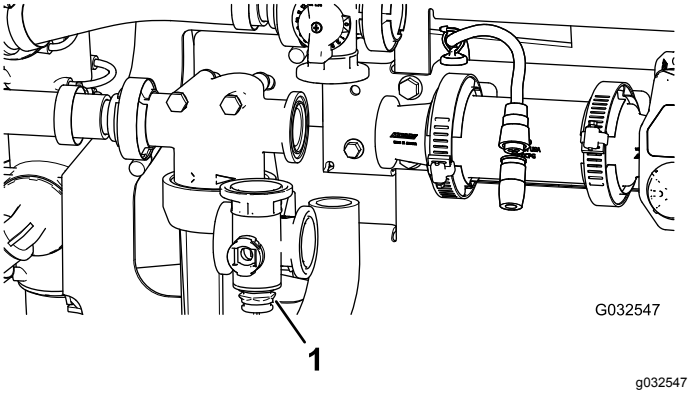

Figur 107
2. Ta bort omrörningsventilens grenrör från maskinen (Figur 107).